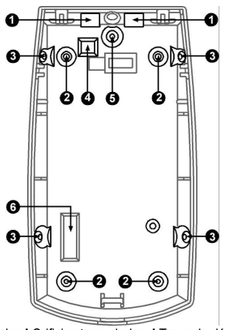

Fig 1 Knockout holes **I** Orificios troquelados **I** Trous de débouchure **I** Fori ciechi **I** Otwory montażowe
3. Break out the desired holes for proper installation (Fig. 1 – 2) for flat mount or Fig. 1-3 for corner mount) Use 4 screws type 3x30mm.
3. Haga los agujeros deseados para una instalación correcta ((Fig. 1 - 2) para enmarcar en lo plano o (Fig. 1 - 3) para enmarcar en la esquina) Use 4 tornillos de tipo 3x30mm.
3. Ouvrez les trous désirés pour l'installation (Fig 1 -2) pour le support plat ou (Fig 1 -3) pour le support d'angle. Employez 4 vis de type 3x30mm.